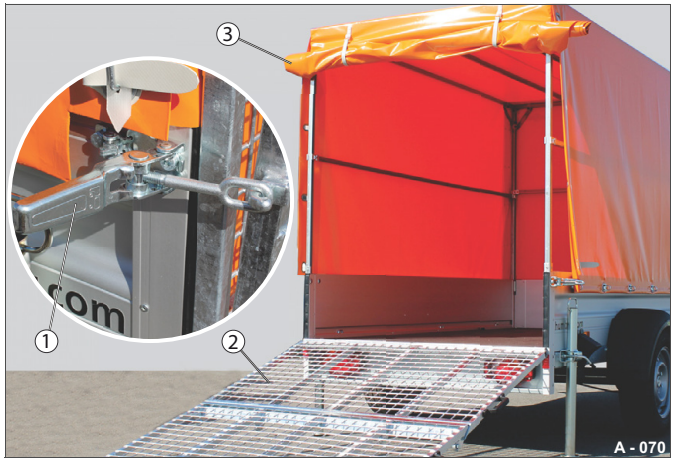

Abb. 82 Vysoká plachta otevřená, pojezdová stěna sklopená
- ▶ Otevřete uzávěry pojezdové stěny (Abb. 82/1) -viz „Používání uzávěrů” na straně 108.
- ▶ Sklopte pojezdovou stěnu (Abb. 82/2).
- ▶ Otevřete zadní stěnu (Abb. 82/3) viz „Manipulace s plachtou” na straně 126.
- ▶ Zavřete uzávěry pojezdové stěny (Abb. 82/1) – viz „Používání uzávěrů” na straně 108.